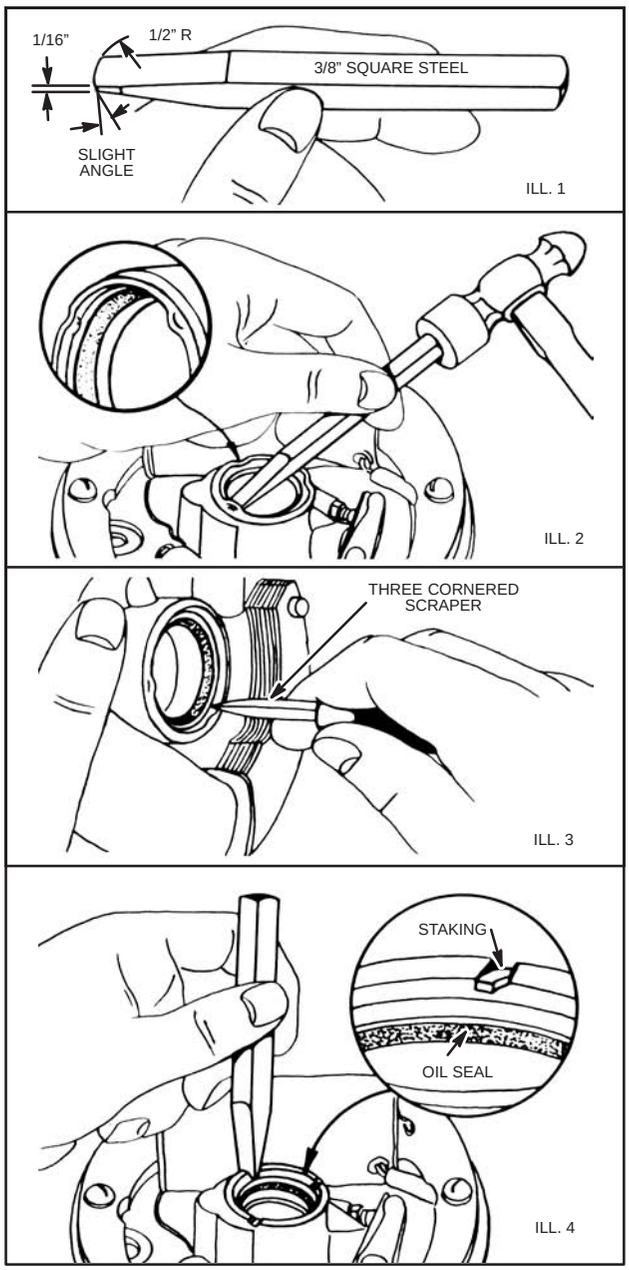

Fig. 914 – REMOVING & REPLACING OIL SEAL
First grind a chisel or old screw driver as shown in, Fig. 914, Ill. 1 Then inspect the raised boss as shown in Fig. 914, Ill. 2. There will be two (2) or three (3) places where the boss has been peened or staked in. With the sharp edge of the chisel against the oil seal, drive these back as shown. Then with a sharp pointed scraper, scrape all burrs away until the counterbore is round and smooth, Fig. 914, Ill. 3. this is to permit the new oil seal to be inserted without distortion. Remove the old oil seal with a screw driver.
Drive in the the new oil seal until it stops against the shoulder in the counterbore. A piece of pipe or rod, slightly smaller in diameter than the oil seal, should be be used as a driver. Then use the chisel to stake or peen a portion of the boss in three evenly spaced places, Fig. 914, Ill. 4. This is to prevent the oil seal from working out. Do not stake so deep that the oil seal is distorted.